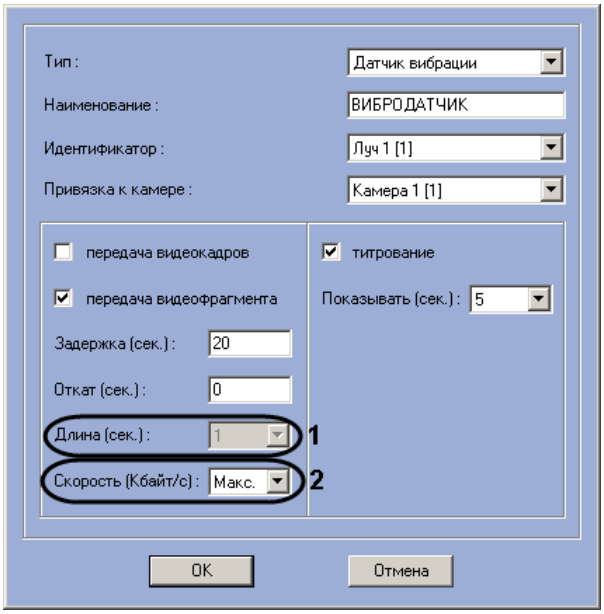

Рис. 5.4—10 Параметры Длина и Скорость
14. В поле **Скорость (Кбайт/с)** ввести скорость передачи видеофрагмента (для режима *передача видеофрагмента*) – (см. Рис. 5.4—10, 2).
15. В случае, если требуется накладывать титры на видеоизображение при срабатывании датчика, установить флажок **Титрование** (см. Рис. 5.4—8, 11). Видеокамера, на изображение которой следует накладывать титры, указывается в поле **Привязка к камере** (см. Рис. 5.4—8, 4).